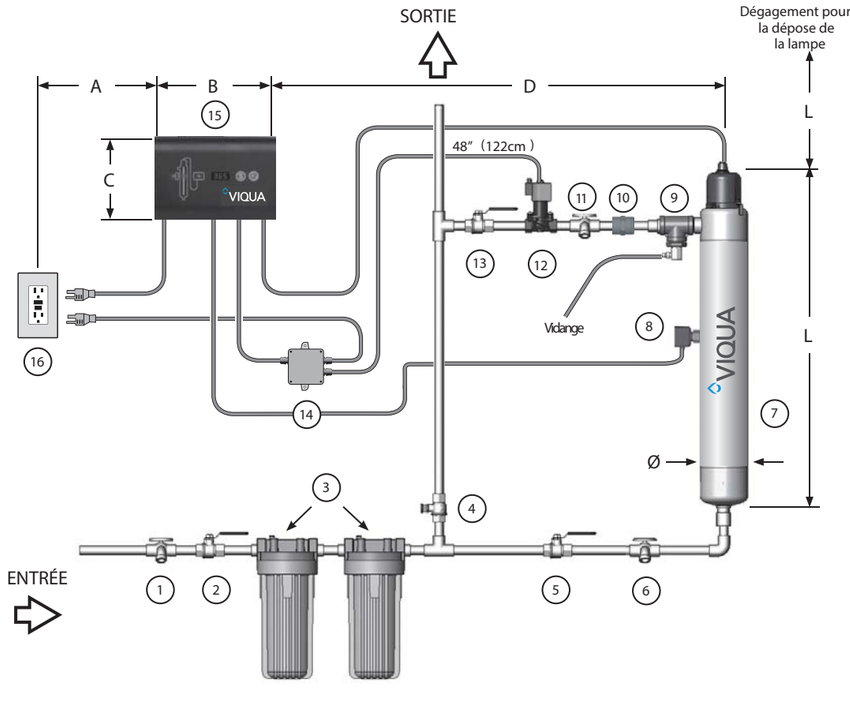

Figure 3 Système - Dimension et agencements
- Déterminer l'emplacement approprié à l'intérieur du dispositif de commande et de la chambre. Consultez la Figure 3.
- Réaliser tous les branchements de plomberie nécessaires. Consultez la Figure 3.